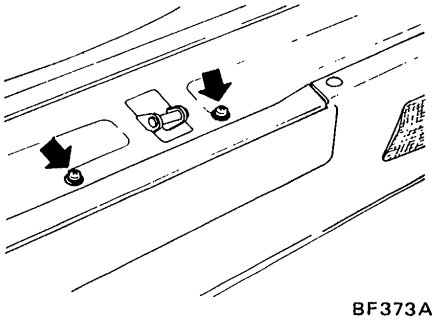

Fig. BF-37 Removing license lamp
4. Remove screws securing license lamp in place, and detach lamp. See Figure BF-37.